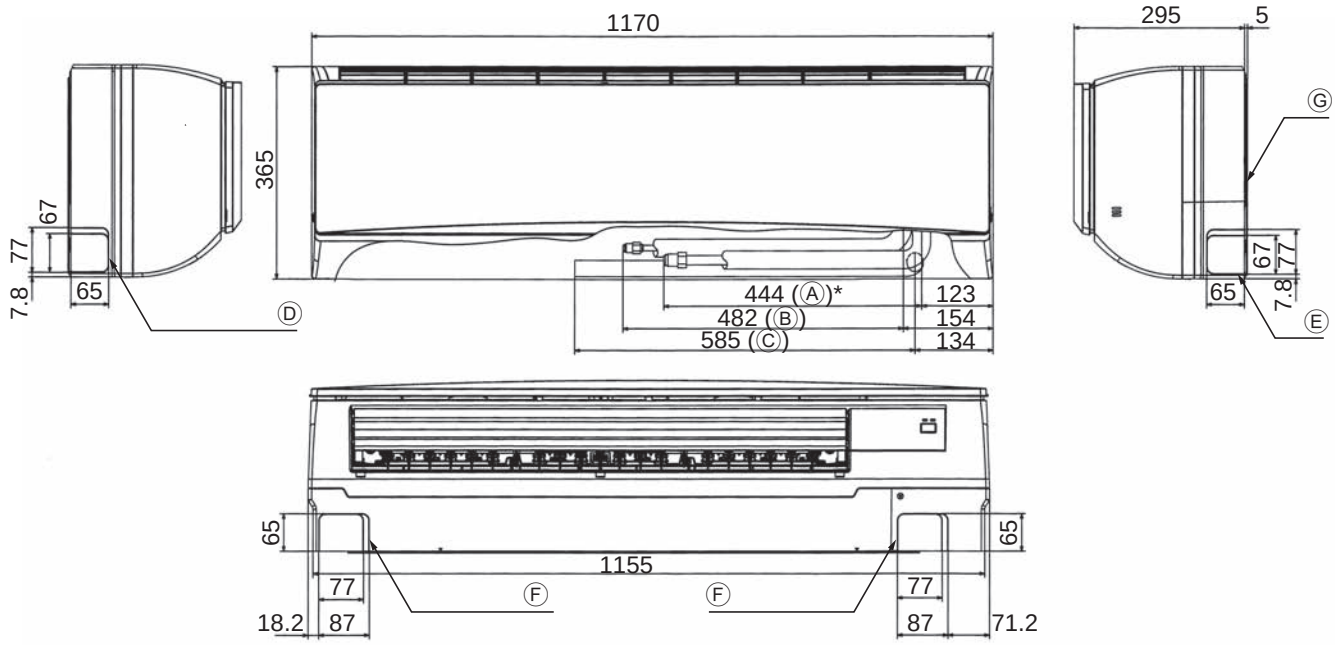

Fig. 4-2
4.2. Mise en place des tuyaux de réfrigérant et d'écoulement (Fig. 4-2)